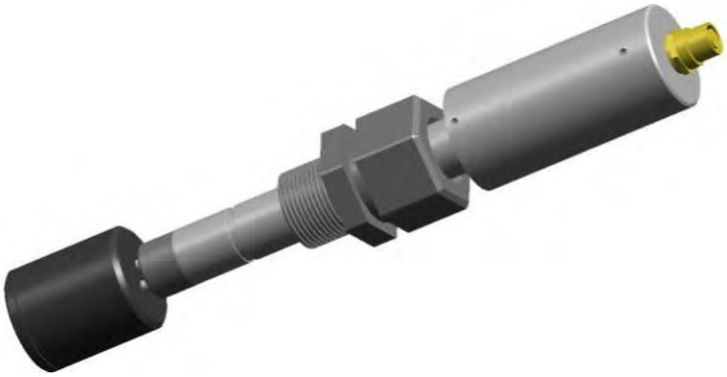

Abbildung 9. Setzen Sie den Sensor in die Kalibrierkappe ein
- Schließen Sie den Sensor an die Kalibrierkappe an und warten Sie mindestens 15 Minuten, bis der Sensor drei Messungen vorgenommen hat (Abbildung 9).